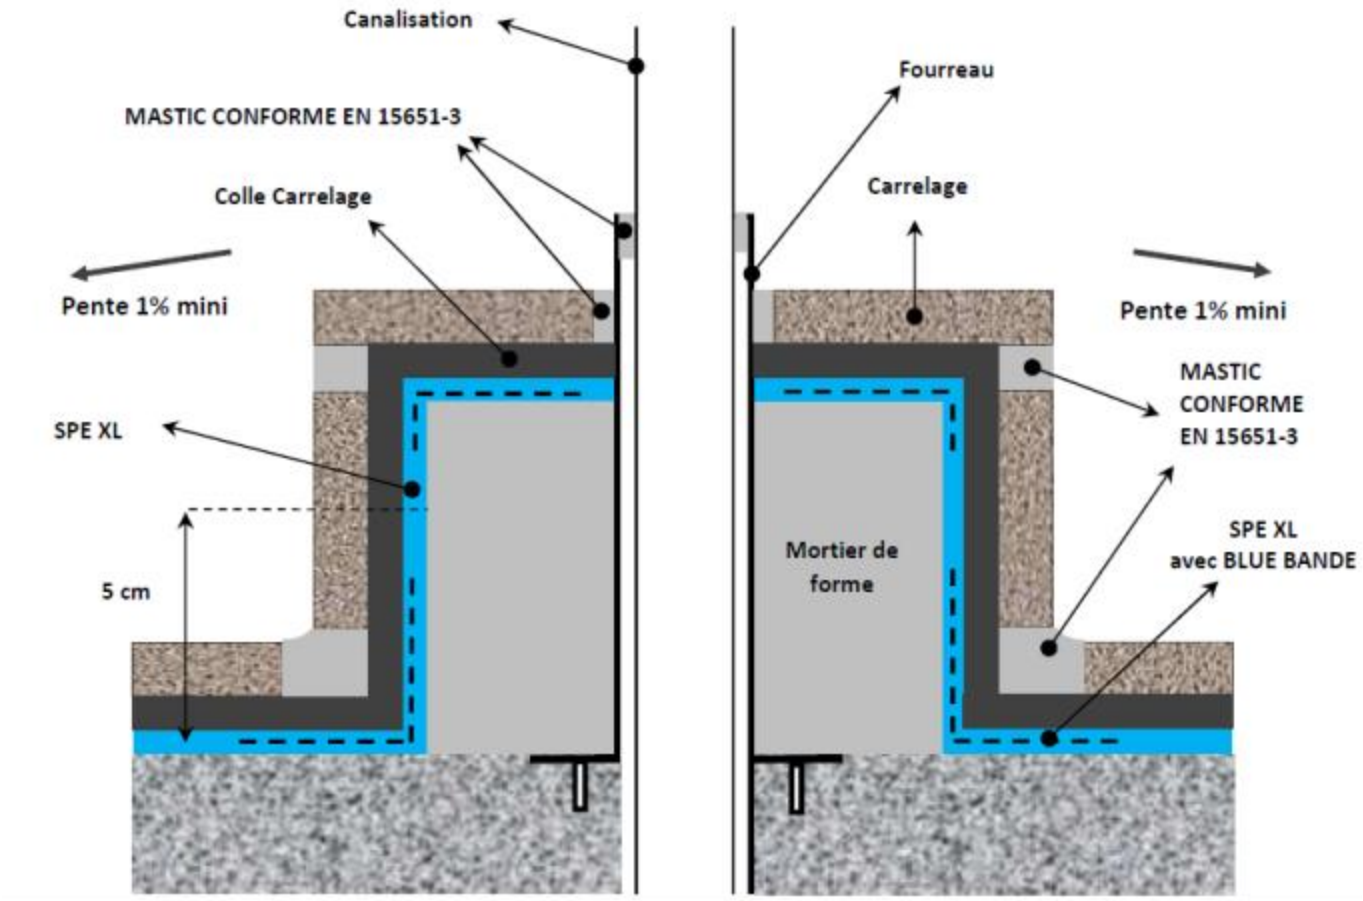

Figure 9a – Traversées de canalisations sol en pose collée
2.4.5.5. Traversées de canalisations (Figures 9a et 9b)